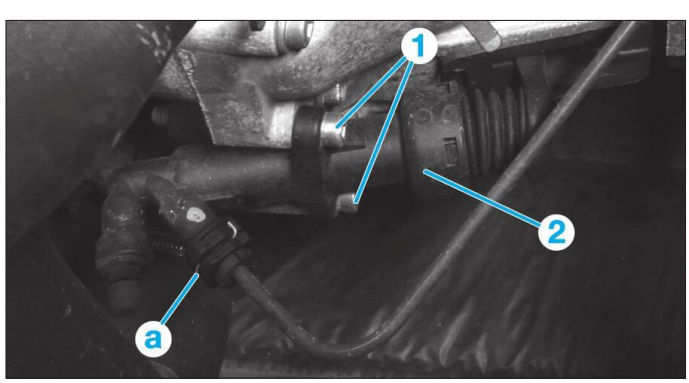

Fig. 7
• Dégrafer le tuyau en (a) **(Fig.7)**.
• Déposer les deux vis (1).
• Déposer le cylindre récepteur d'embrayage (2).
• Reposer les deux vis (1).